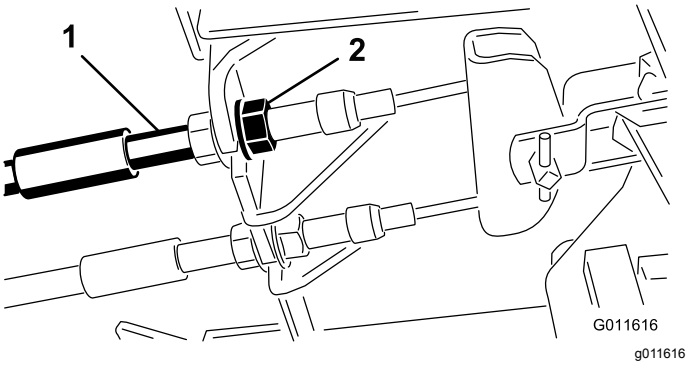

Figur 85
1. Hvis du vil redusere frigangen til bremsepedalene, strammer du bremsene ved å løsne den fremre mutteren på bremsekabelens gjengeende (Figur 85).